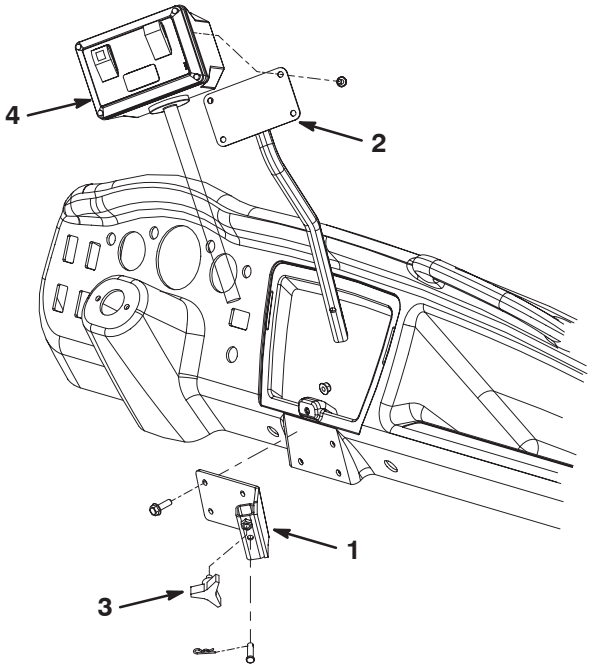

Figur 9
1. Monter samlebeholderen på Workman-køretøjets instrumentbræt med (4) 5/16–18 x 1 tomme maskinskruer og møtrikker. Placer komponenterne som vist i figur 9.